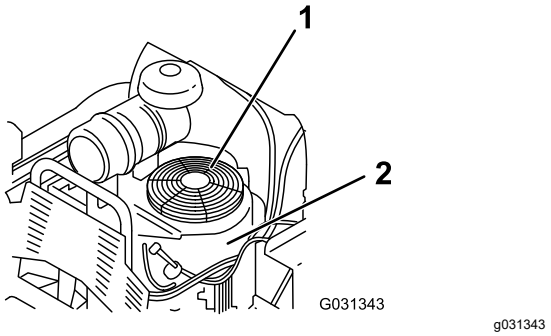

Figura 62
3. Retire la rejilla de entrada de aire y la carcasa del ventilador (Figura 62).
5. Instale la rejilla de entrada de aire y la carcasa del ventilador (Figura 62).